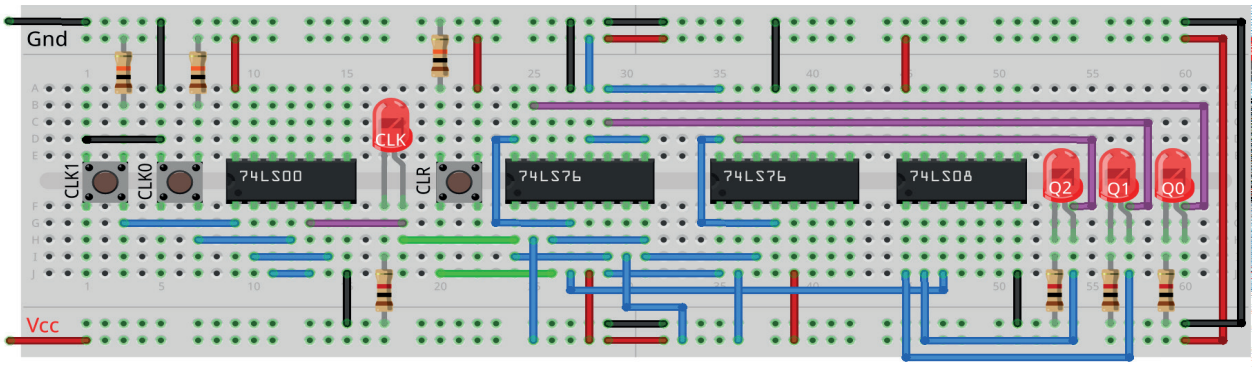

Figura 10.36 – Disposição dos componentes na placa de montagem.
1. Monte o circuito na placa de montagem, conforme figura 10.36.